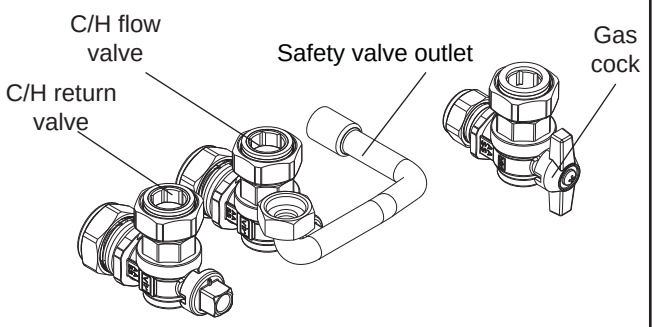

Fig. 22
4.6.1 GAS (fig. 22)
4.6.2 FLOW & RETURN (fig. 22)
4.6.3 SAFETY VALVE (fig. 22)